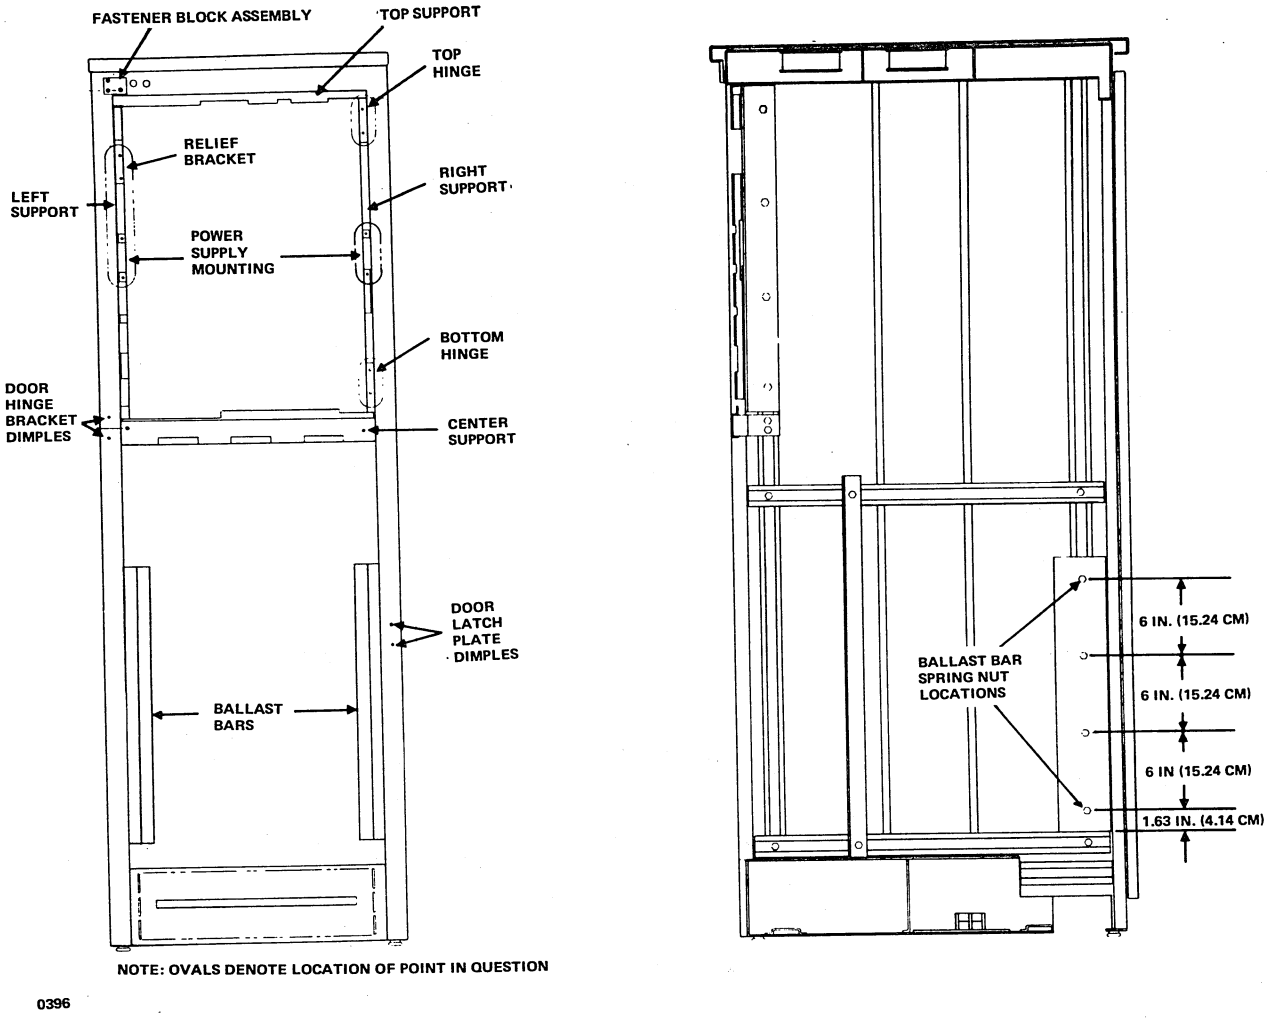

Figure 9-11. Dual Unit Cabinet Preparation
2. Remove the top and middle six horizontal channel brackets and the attached four panel mounting brackets from the cabinet interior (figure 9-11). Do not remove the bottom horizontal channel brackets.